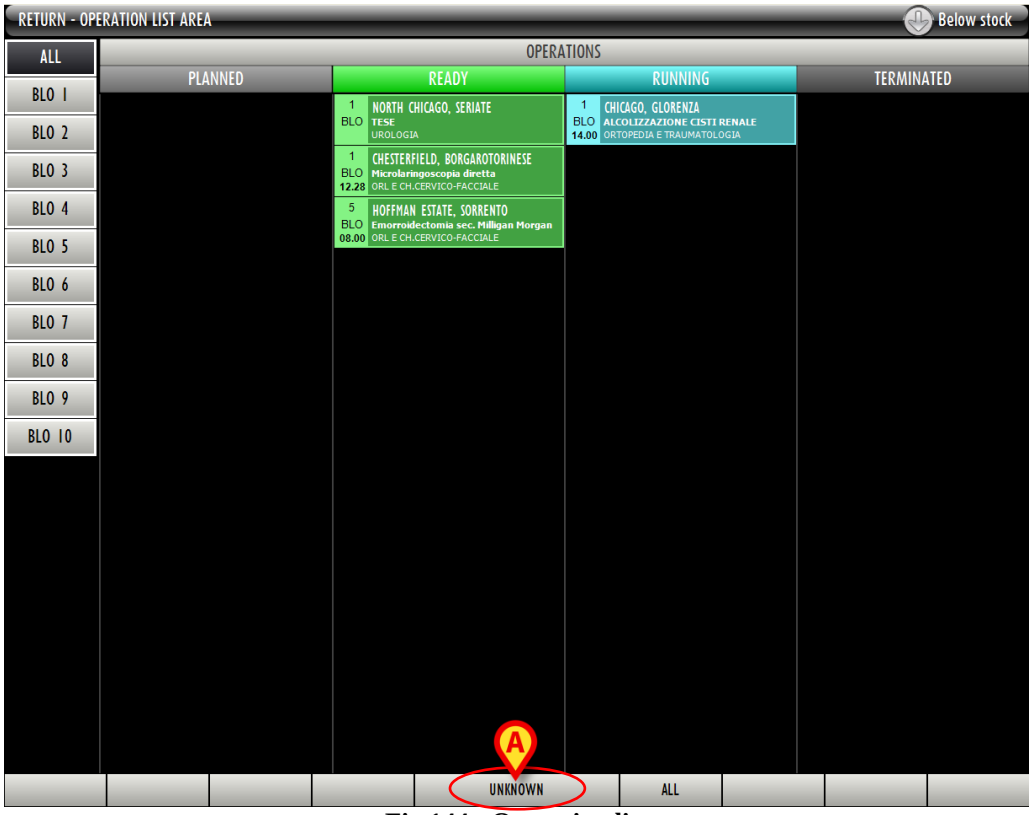

Fig 144 - Operation list
The "Operation list" screen opens (Fig 144):
- Click the **Unknown** button on the command bar (Fig 144 **A**).